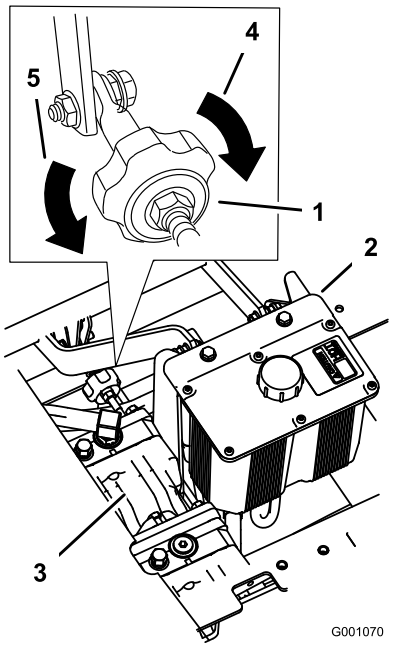

Figur 54
4. Vrid ratten mot maskinens högra sida för att få maskinen att gå åt höger. Se Figur 54.
5. Vrid ratten mot maskinens vänstra sida för att få maskinen att gå åt vänster. Se Figur 54.